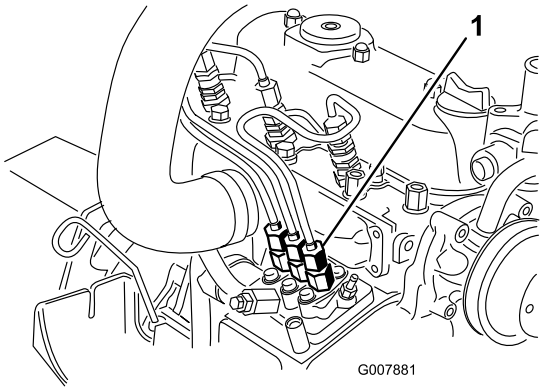

**Rysunek 41**
1. Umieść szmatę pod połączeniem rurowym wychodzącym z pompy wtryskowej do dyszy wtryskiwacza nr 1, zgodnie z rysunkiem Rysunek 41.